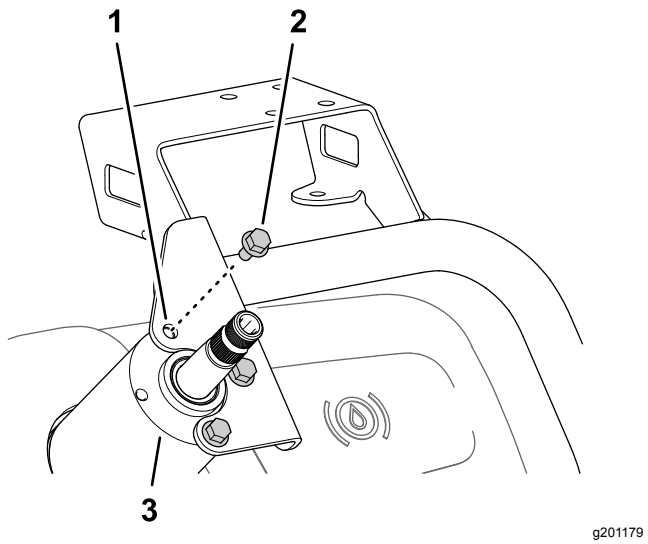

Rysunek 161
2. Zamocuj mocowanie monitora do obudowy zaworu układu kierowniczego (Rysunek 161) używając 3 śrub kołnierzowych (6 x 12 mm).